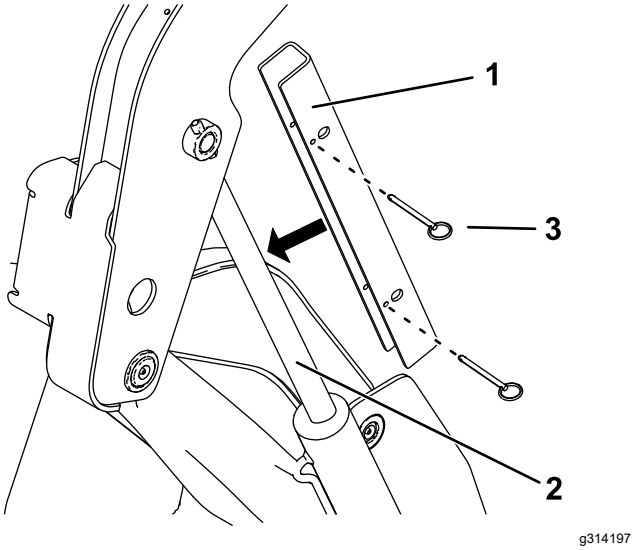

**Rysunek 31**
5. Nałóż blokadę siłownika na tłoczysko siłownika podnoszenia (Rysunek 31).